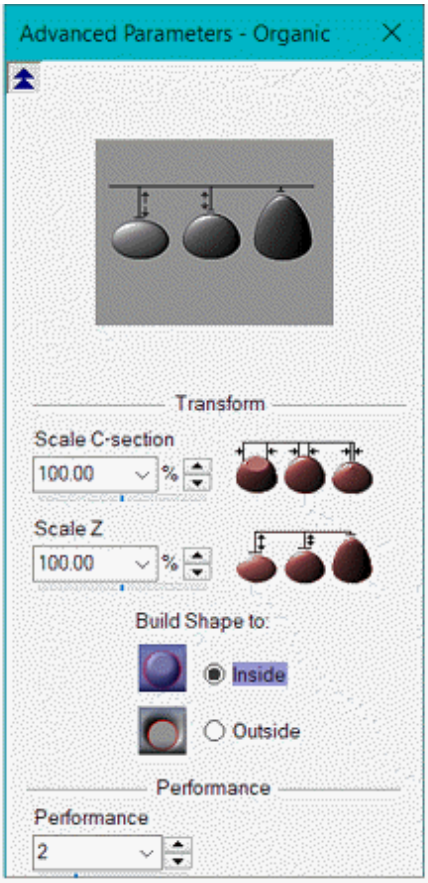

Figure-26. Advanced Parameters Organic dialog box
- Click on the **Switch to Advanced Parameters** button to specify advanced parameters for surface. The **Advanced Parameters - Organic** dialog box will be displayed; refer to Figure-26.